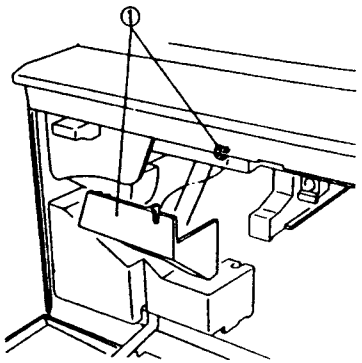

Рис. 1 NZM-0077
3. (Рис. 1): Снимите внутреннюю крышку.
①. Ослабьте винт и снимите внутреннюю крышку.